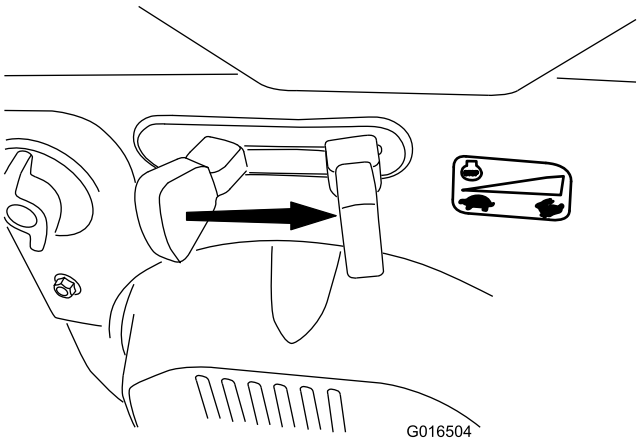

Figur 30
6. För gasreglaget till det snabba läget (Figur 30).